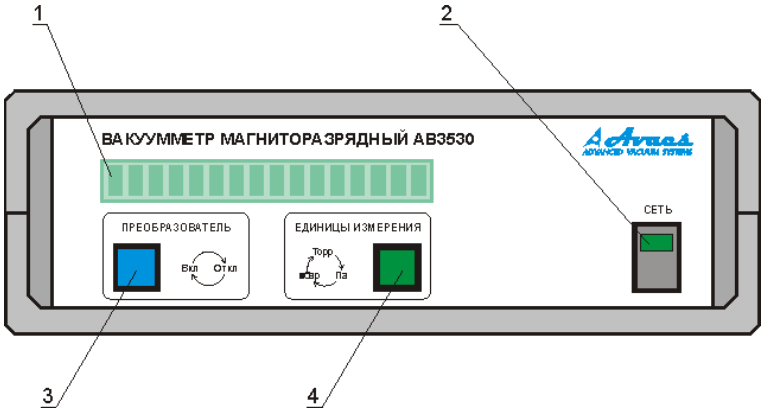
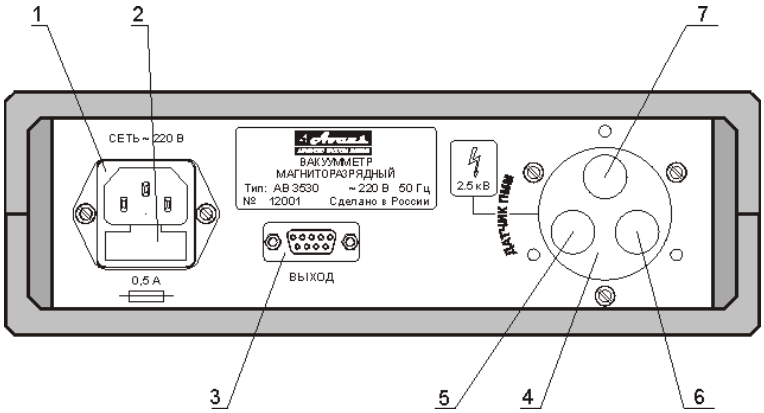

Рис.1.
Рис.2.
6.3. На передней (рис.1) панели вакуумметра расположены органы управления, на задней панели (рис.2) – разъемы для присоединения кабелей, необходимых при эксплуатации прибора. На переднюю и заднюю панель нанесены надписи и символы, поясняющие назначение органов управления и разъемов.
6.4. На **передней** панели прибора расположены **(рис.1)**:
6.5. На **задней** панели прибора расположены **(рис.2)**:
8.3. Схема (цоколевка) подключения высоковольтного кабеля к разъему (колодке) «ДАТЧИК ПММ» приведена на рис.2.
9.6. **Категорически запрещается при включенном приборе снимать разъем с преобразователя ПММ-32-1 и отсоединять соединительный кабель от высоковольтного разъема (колодки) прибора – разъем «ДАТЧИК ПММ» поз.4 рис.2.**
10.3. Установить выключатель “СЕТЬ” (поз.1 рис.2) - в положение, соответствующее выключенному состоянию прибора;
11.4. Единицы измерения, в которых выводится величина остаточного давления, могут быть изменены последовательным нажатием кнопки «ЕДИНИЦЫ ИЗМЕРЕНИЯ» поз.4 рис.1. Доступные варианты: Торр, Па, мбар.
13.3. Предохранитель (вставка плавкая) (поз.2 рис.2) номиналом 0,5 А (5×20 мм) находится в специальном отсеке сетевого разъема (поз.1 рис.2), расположенного на задней панели вакуумметра. Для замены предохранителя отключите прибор от сети 220 В 50 Гц, извлеките держатель с предохранителем из специального отсека сетевого разъема. Удалите неисправный предохранитель и разместите в держателе новый. Держатель с новым предохранителем вставьте в специальный отсек разъема питания.